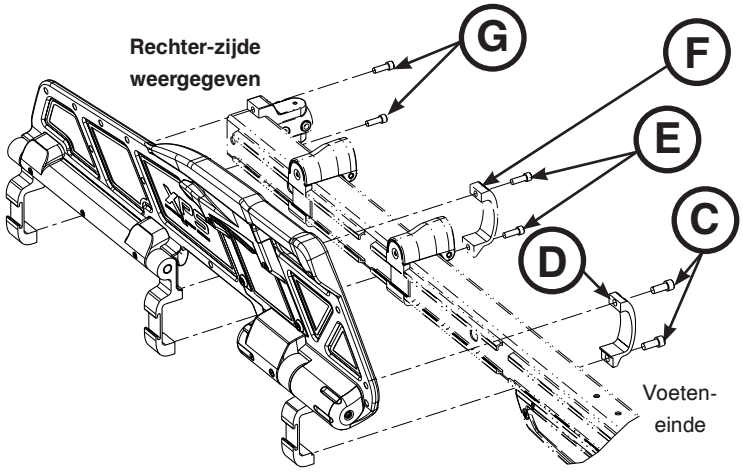

Afbeelding 82
5. Verwijder met 1/4-inch inbussleutel de inbusschroeven (C) waarmee de klem van het onrusthek (D) aan de rateleenheid aan het voeteneinde van de hoofdeenheid is bevestigd (Afbeelding 82). Zet bij het monteren beide nieuwe schroeven vast met 22 ± 3,3 ft-lb (29,83 ± 4,75 Nm).
6. Verwijder met een 3/16-inch inbussleutel de twee inbusschroeven (E) waarmee de klem van het middelste onrusthek (F) aan de buitenste-railmontage is bevestigd (Afbeelding 82).
7. Verwijder met een 3/16-inch inbussleutel de twee inbusschroeven (G) waarmee de boven- en onderzijde van de steunen op het bed aan de buitenste-railmontage is bevestigd (Afbeelding 82).